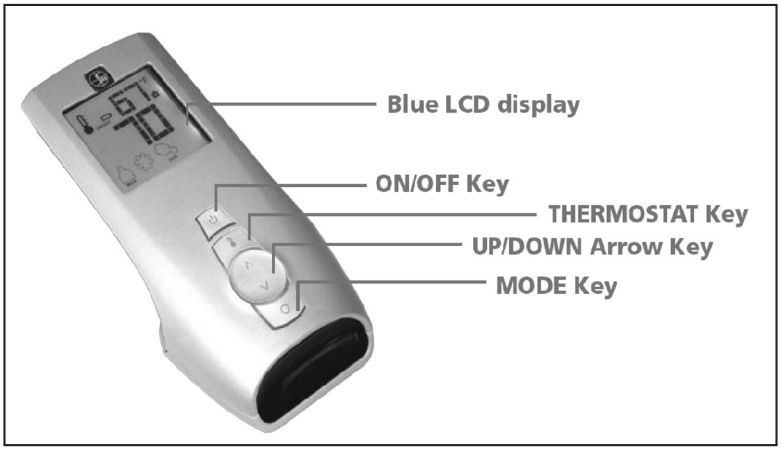
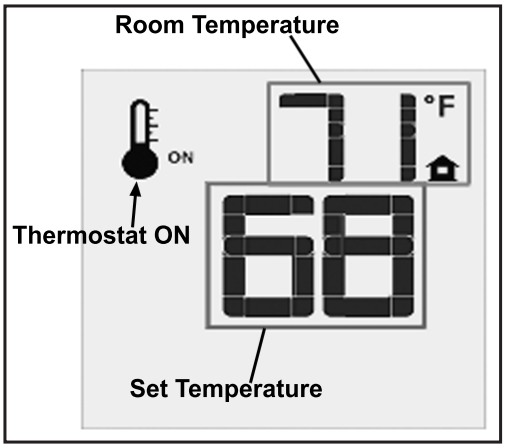
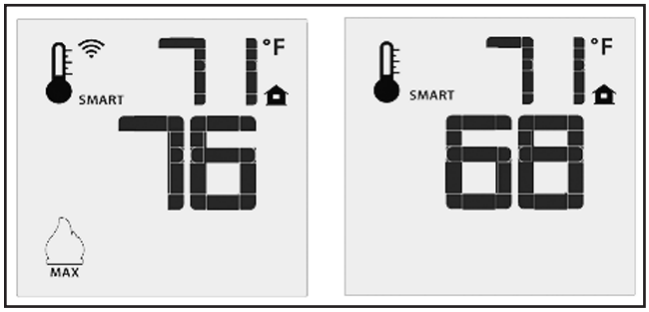
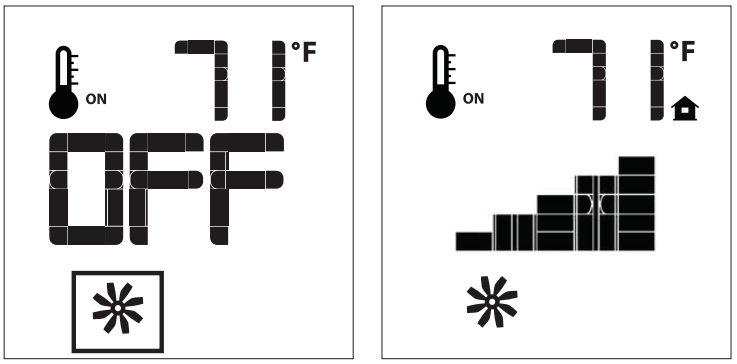

Figure 5: Proflame 2 Transmitter.
Figure 10: Remote Control Displays Set Temperature.
Figure 11: Remote Control's Smart Flame Function.
Figure 13: Fan Control
The Proflame 2 Transmitter is a remote control with a blue backlit lcd display. It uses a streamline design with a simple button layout and informative lcd readout (Figure 5). The Transmitter is powered by three (3) AAA type batteries. A Mode Key is provided to Index between the features and a Thermostat Key is used to turn on/off or index through Thermostat functions (Figure 5 & 6)
Press the ON/OFF Key on the Transmitter. The Transmitter LCD display will only show the room temperature and Icon (see Figure 10). A single "beep" from the IFC confirms reception of the command and both the pilot light (if the unit is not set to continuous pilot) and main burner will turn off.
The Remote Control can operate as a room thermostat. The thermostat can be set to a desired temperature to control the comfort level in a room. To activate this function, press the Thermostat Key (see Figure 5). The LCD display on the Transmitter will change to show that the room thermostat is "ON" and the set temperature is now displayed (see Figure 10). To adjust the set temperature, press the Up or Down Arrow Keys until the desired set temperature is displayed on the LCD screen of the Transmitter.
The Smart Thermostat function adjusts the flame height in accordance to the difference between the set point temperature and the actual room temperatures. As the room temperature gets closer to the set point the Smart Function will modulate the flame down. To activate this function, press the Thermostat Key (Figure 5) until the word "SMART" appears to the right of the temperature bulb graphic (Figure 11). To adjust the set temperature, press the Up or Down Arrow Keys until the desired set temperature is displayed on the LCD screen of the Transmitter.
The E30GI comes with a convection fan that can be controlled with the Transmitter. The fan speed can be adjusted thorugh six (6) speeds. To control the fan press the MODE key (Figure 5) to index to the fan control icon (Figure 13). Use the UP/DOWN arrow keys to turn on, off, or adjust the fan speed (Figure 13). A single beep from the IFC will confirm the command has been received
3. Then remove the six screws that hold the valve cover in place (pointed out in Figure 10).